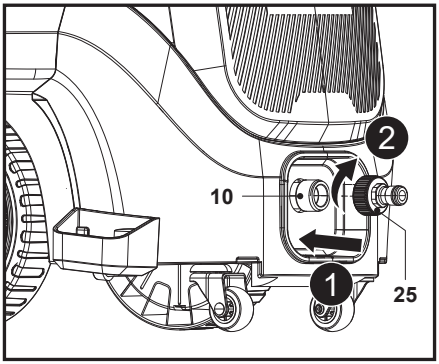

Fig. 9
Alinee y enrosque el adaptador de entrada de agua (25) en el conector de entrada de agua (10) de la parte delantera de la máquina (Fig. 9, pasos 1 y 2).